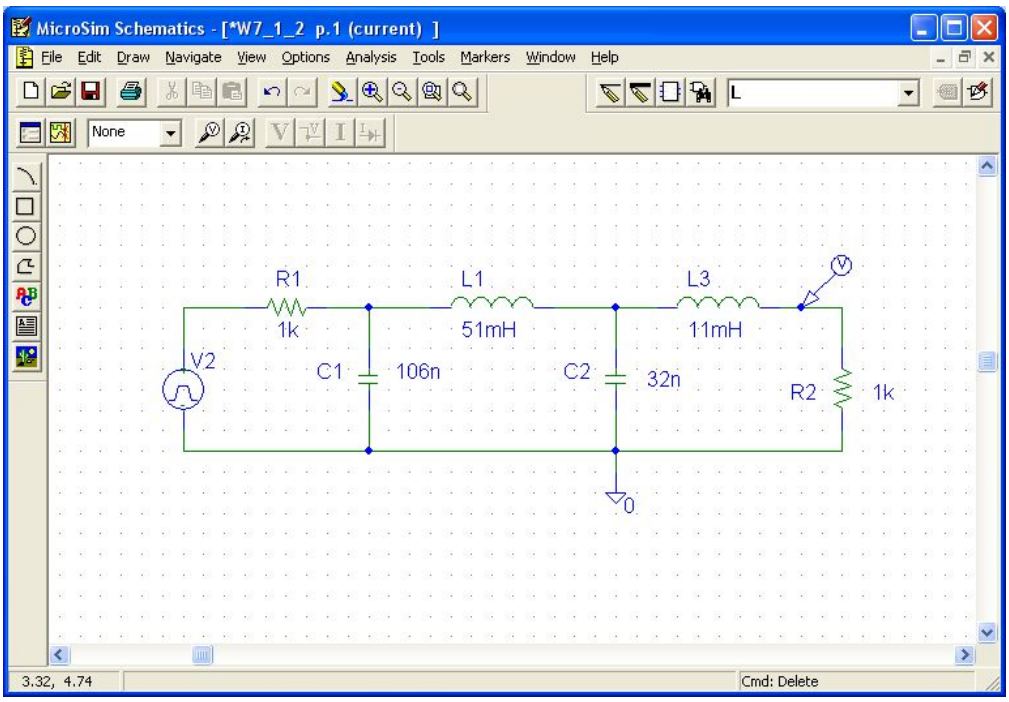

Рис. 11
1. Соберем схему фильтра нижних частот Чебышева (рис. 11) с частотой среза 3.4 кГц и установим значения его компонентов. На входе включим импульсный источник VPULCE. Конечно, можно было бы включить источник синусоидального напряжения VSIN. Однако источник VPULCE является более универсальным. С его помощью можно анализировать не только частотные характеристики, но в дальнейшем исследовать динамические характеристики цепи при действии на входе импульсов заданной формы. На выходе схемы мы установили маркер напряжения. Поэтому после завершения анализа на экран PROBE будет выведен амплитудно-частотная характеристика фильтра.